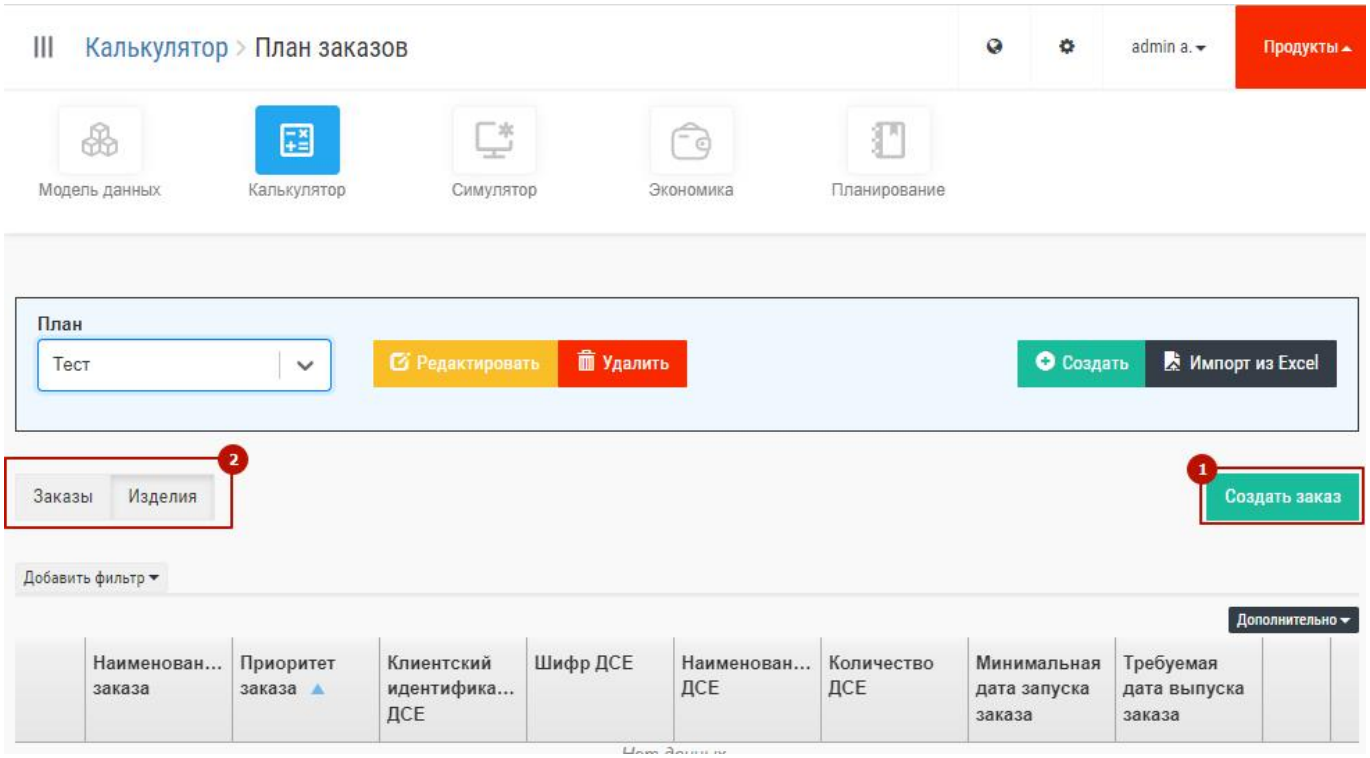
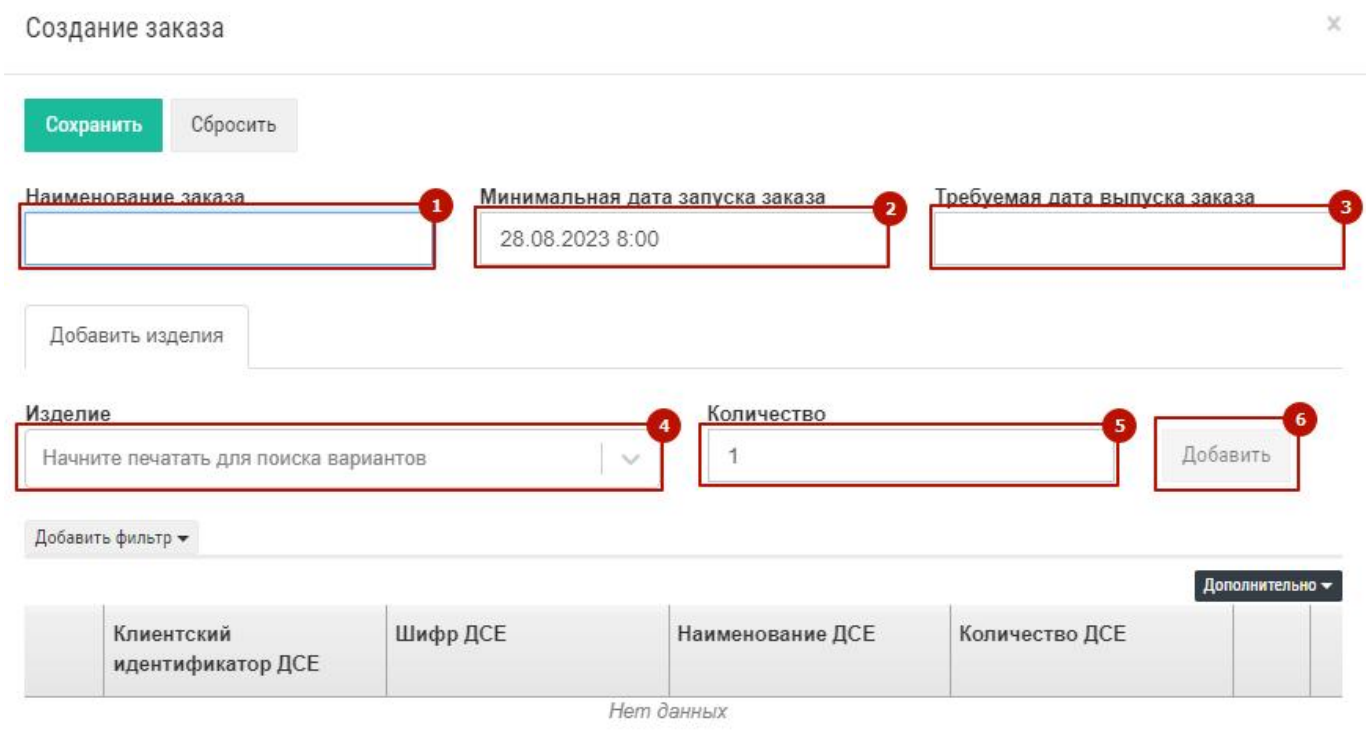

Рис. 32 – Переключатель режима работы с планом
Рис. 33 – Окно создания заказа
В системе реализовано два варианта работы с планом: через заказы и через изделия. Выбор варианта происходит через переключение вкладок «Заказы»/ «Изделия» (2 на Рис. 32). По умолчанию открывается вкладка «Заказы». Работа с вкладкой «Изделия» описана ниже в соответствующем пункте меню. На вкладке «Заказы» доступен следующий функционал работы с заказами:
- **Создание/добавление заказа в план.** Для входа в окно создания заказов необходимо нажать кнопку «Создать заказ» (1 на Рис. 32). Откроется окно «Создание заказа», пример окна показан на Рис. 33. Теперь можно создать требуемое количество заказов в плане.
ввести наименование заказа (1 на Рис. 33);
ввести минимальную дату запуска (2 на Рис. 33);
ввести требуемую дату выпуска (3 на Рис. 33);
ввести изделие (по наименованию или коду) (4 на Рис. 33);
ввести количество (по умолчанию стоит единица) (5 на Рис. 33);
нажать кнопку «добавить» (6 на Рис. 33).